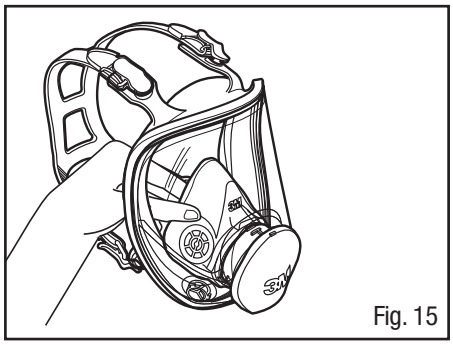

Fig. 15
1. Retirer l'ensemble coquille nasale en l'éloignant de l'adaptateur central situé à l'intérieur du masque (Fig. 15).
1. Retirer l'ensemble coquille nasale en l'éloignant de l'adaptateur central à l'intérieur du masque (Fig. 15).
1. Sortir l'ensemble coquille nasale du masque (Fig. 15).